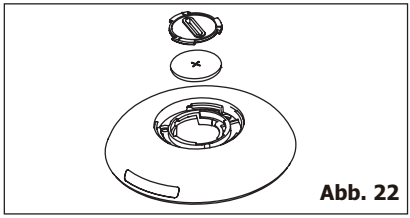

Abb. 22
3. Öffnen Sie den Innendecken auf dieselbe Weise und entnehmen Sie die Batterie. (Abb. 22)